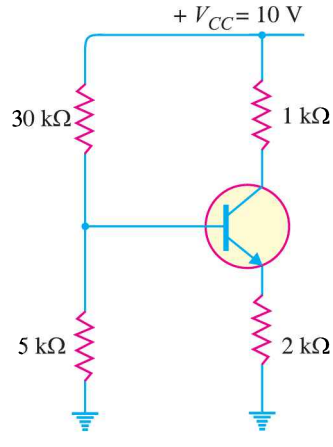

Fig. 9.51
8. In a transistor circuit shown in Fig. 9.51, find the operating point. Assume silicon transistor is used. **[I_C = 0.365mA, V_{CE} = 8.9V]**